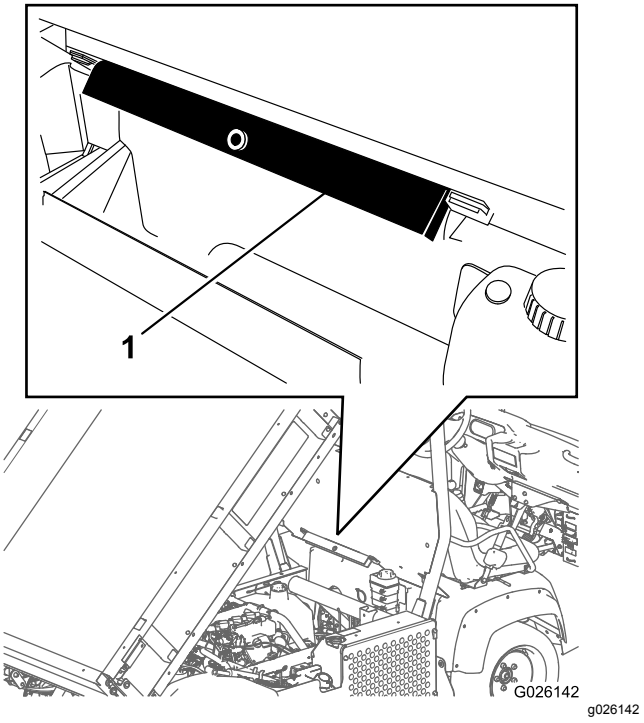

Figuur 21
2. Verwijder de laadbakbeveiliging van de opberghaken op de achterkant van het paneel van de rolbeugel (Figuur 21).